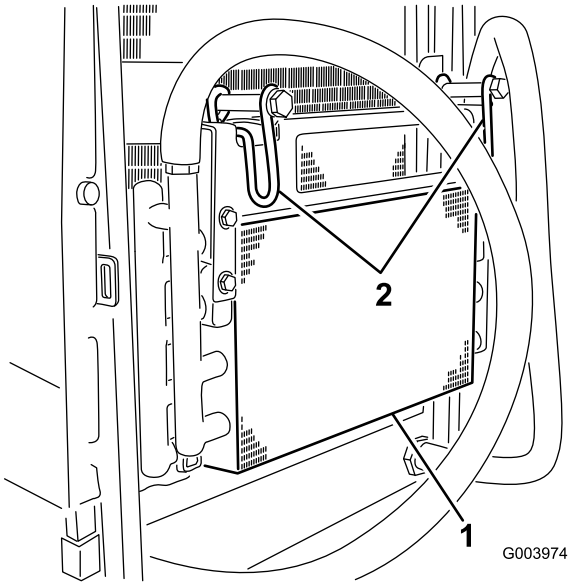

Figur 73
5. Vrid spärrhakarna inåt för att frigöra oljekylaren (Figur 73).